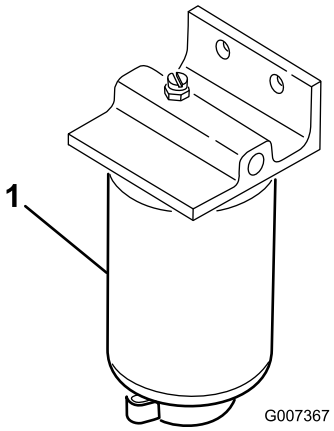

Bild 38
1. Stellen Sie einen sauberen Behälter unter den Kraftstofffilter (Bild 38).
2. Reinigen Sie den Anbaubereich der Filterbefestigungen (Bild 38).